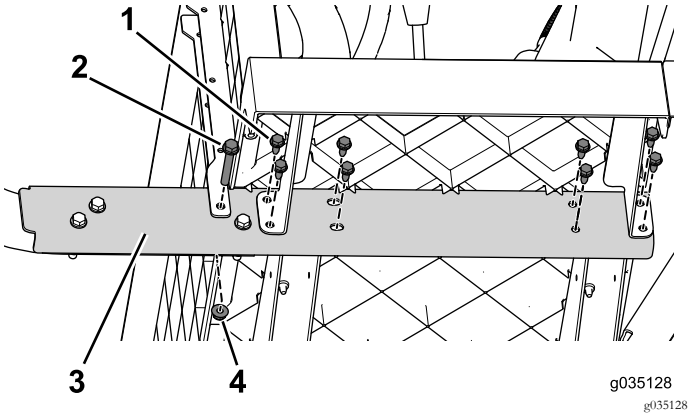

Figure 64
3. Retirez les boulons à embase (3/8" x 2½") et les écrous qui fixent le longeron à la machine (Figure 64). Procédez de même des deux côtés de la machine.
4. En progressant de l'avant vers l'arrière, retirez les boulons à embase (5/16" x ¾") qui fixent le longeron à la machine (Figure 64). Procédez de même des deux côtés de la machine.